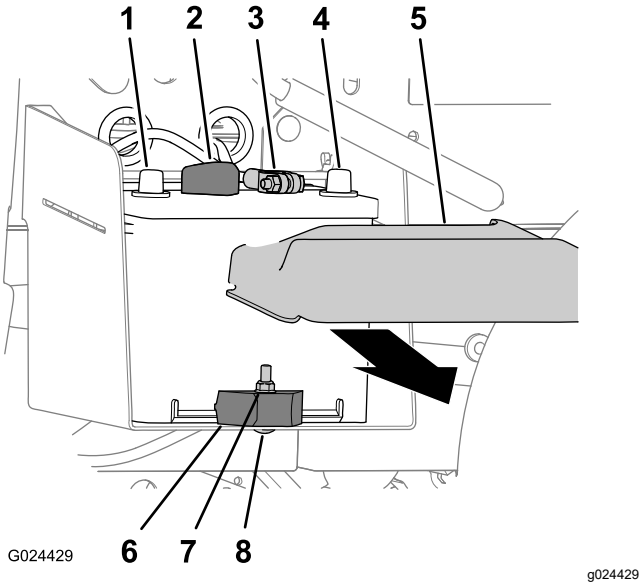

Figura 36
1. Apriete los lados de la tapa de la batería y retire la tapa de la parte superior de la batería (Figura 36).
2. Desconecte el cable negativo de la batería del borne de la batería (Figura 36).
3. Desconecte el cable positivo de la batería del borne de la batería (Figura 36).
2. Retire la contratuerca, el perno de cuello cuadrado y la abrazadera que sujetan la batería a la bandeja de la batería (Figura 36).
3. Retire la batería de su bandeja (Figura 36).
1. Alinee la batería con la bandeja de la batería de la máquina (Figura 36).
Nota: Asegúrese de que los bornes positivo y negativo de la batería están alineados según se muestra en Figura 36.
2. Sujete la batería a la bandeja de la batería con la abrazadera, el perno de cuello cuadrado y la contratuerca (Figura 36).
1. Conecte el cable positivo de la batería al borne de la batería (Figura 36).
2. Conecte el cable negativo de la batería al borne de la batería (Figura 36).
3. Instale la tapa de la batería en la parte superior de la batería (Figura 36).